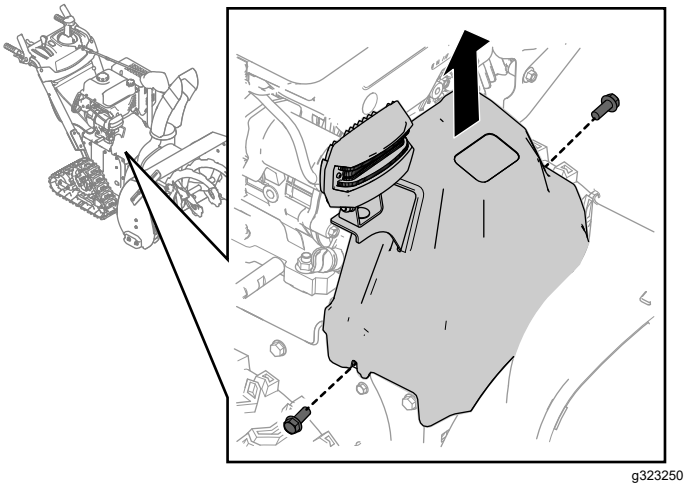

**Figure 30**
1. Enlevez les 2 vis de fixation du protège-courroie (Figure 30).
2. Déposez le protège-courroie (Figure 30).